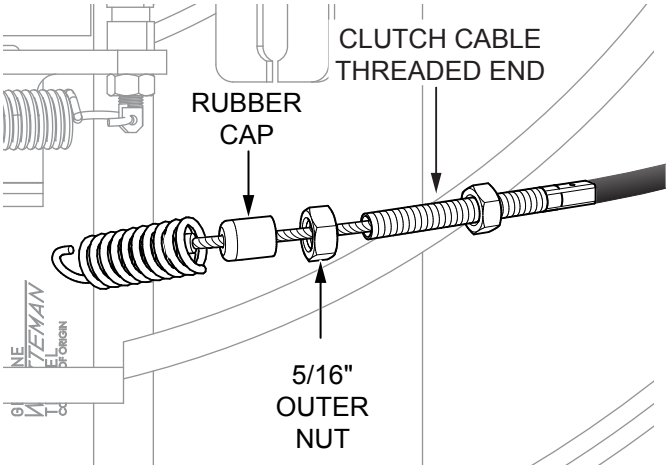

Figure 16. Outer Nut and Rubber Cap Removal
6. Remove the 5/16" outer nut and rubber cap from the threaded end of the clutch cable (Figure 16).